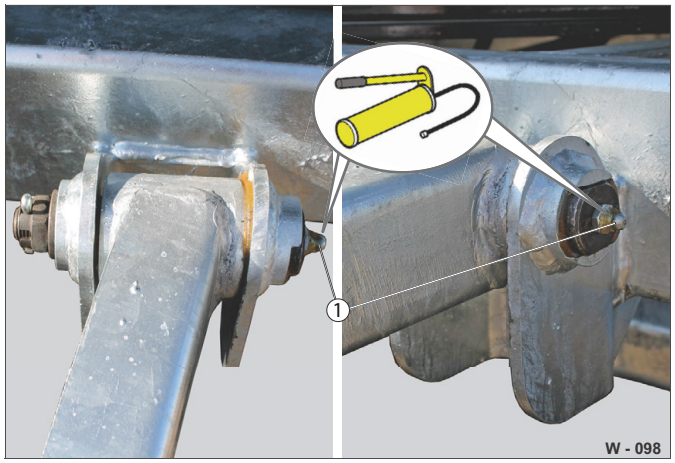

Abb. 56 Mazací místa tažné vidlice
▶ Namažte upevňovací čepy tažné vidlice pomocí mazacího lisu na maznici (Abb. 56/1).